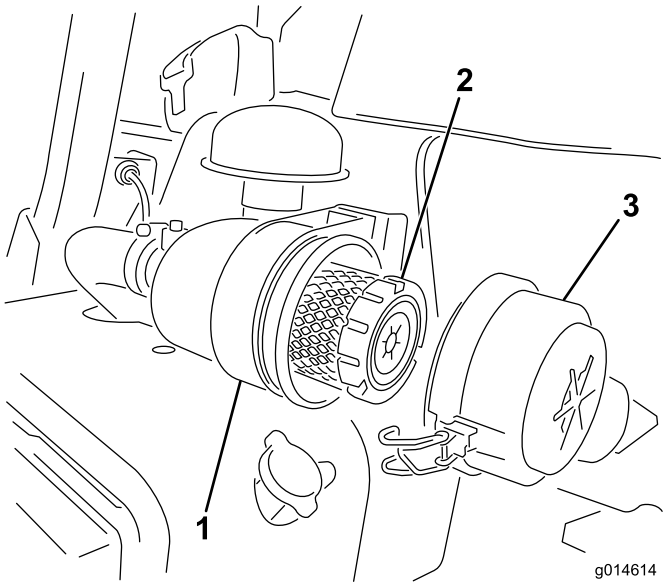

Figur 46
1. Utløs låsene som fester luftrenserdekselet til luftrenserhuset (Figur 46).
6. Fest låsene (Figur 46).